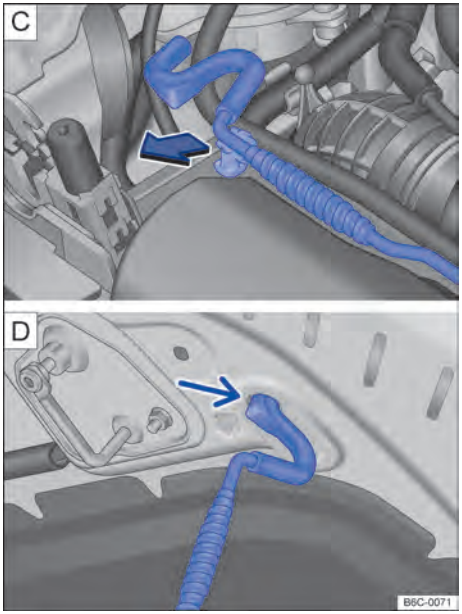

Fig. 155 C Haste de sustentação da tampa do compartimento do motor. D Tampa do compartimento do motor apoiada na haste de sustentação.
– Retirar a haste de sustentação do suporte no sentido da seta → Fig. 155 C e posicioná-la na abertura na tampa do compartimento do motor → Fig. 155 D.
– Retirar a haste de sustentação do furo → Fig. 155 D e encaixá-la no suporte do fecho → Fig. 155 C.